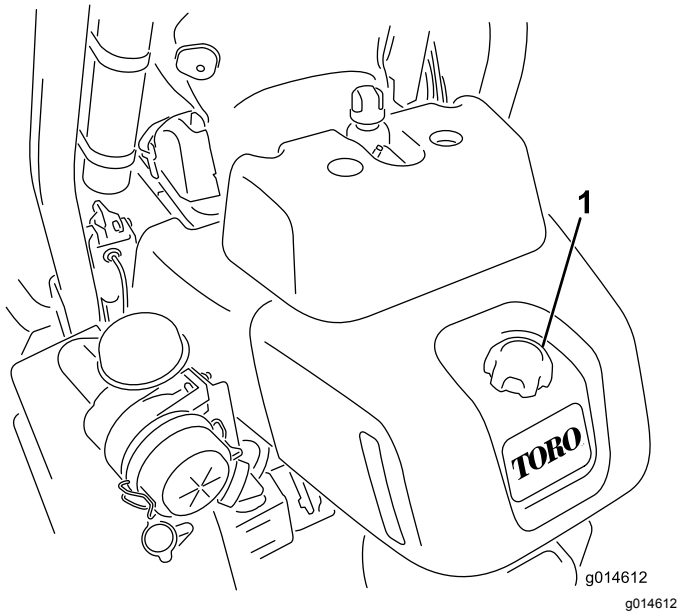

Figur 22
1. Gör rent omkring tanklocket (Figur 22).